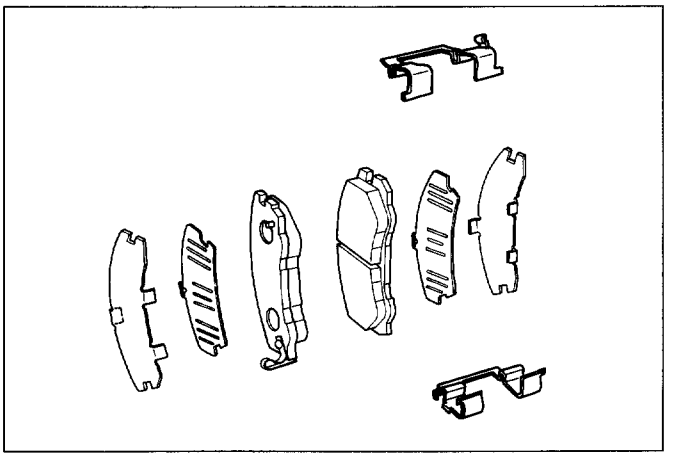

Fig. 5A2-5
4. **Pad assembly with shim (Fig. 5A2-6, 7)**